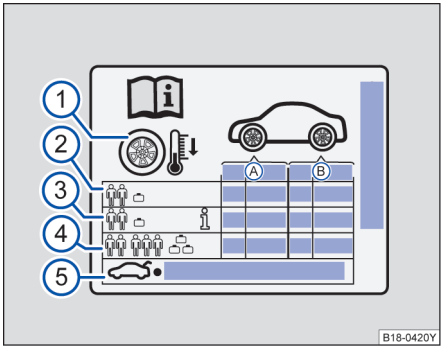

图 154 胎压标签上的图标
胎压标签上的数据 ⇒图 154：
根据车型的不同，胎压标签上可能包含舒适轮胎压力⇒图 154 ③。该舒适轮胎压力可提高行驶的舒适度。用舒适轮胎压力行驶时，燃料消耗可能会升高。